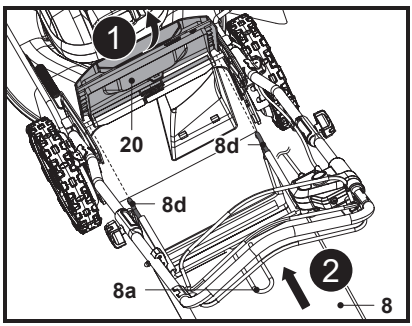

Fig. 6
3. Abra o resguardo do defletor traseiro (20) e fixe-o na posição (Fig. 6, passo 1).
4. Transporte o recipiente de recolha de relva (8) pela pega (8a).
5. Alinhe os dois ganchos do recipiente de recolha de relva (8d) com a barra e pendure o recipiente de recolha de relva (8) na mesma (Fig. 6, passo 2).
6. Depois, solte cuidadosamente o resguardo do defletor traseiro (20).